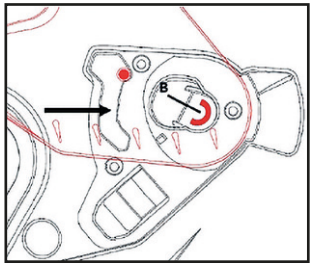

Fig. 2
1.4 Pour remonter la visière transparente, positionner le pivot **B** d'appui sur le mécanisme de la visière et glisser le dans son logement jusqu'à ce qu'il s'enclenche. (Fig.2)
1.4 Para volver a fijar la visera transparente, coloque el pivote en el mecanismo de la visera y deslícelo hasta que quede enganchado **B**. (Fig. 2)